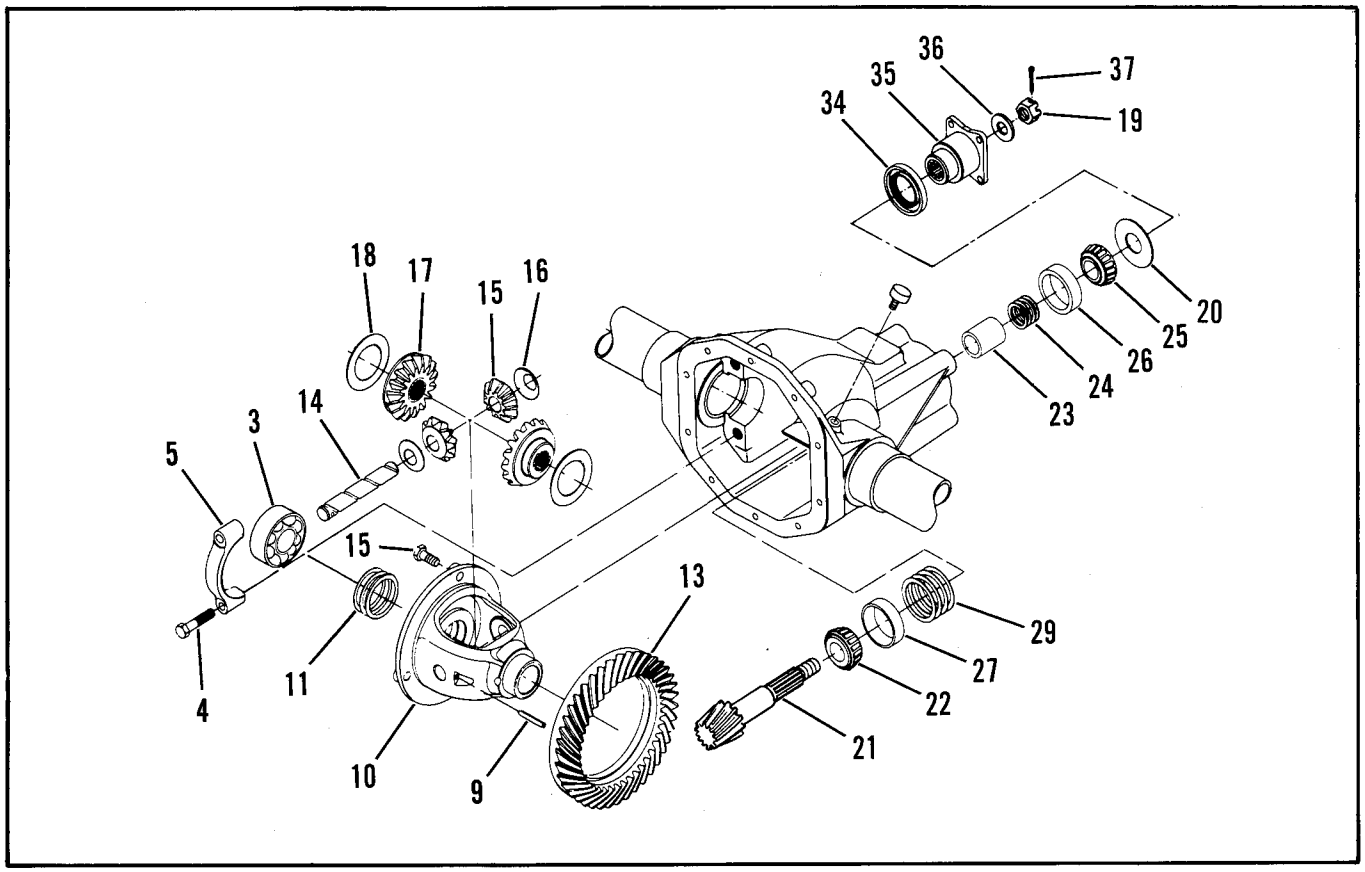
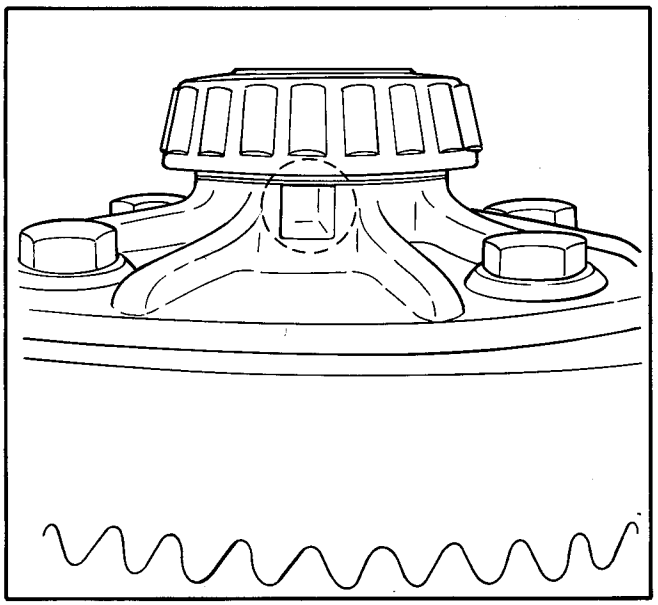

Figure 24 – Differential Assembly
Figure 25 – Recess For Puller
i. Remove bearings (3) if they are worn or damaged, Figure 24. (Do not remove differential bearings unless bearing failure is evident.) If removal is necessary, care must be taken to ensure that bearing puller jaws are located in cast recesses of differential case so the puller jaws will apply their force to the inner bearing race and not the bearing cage, Figure 25.
to ensure that bearing puller jaws are located in cast recesses of differential case so the puller jaws will apply their force to the inner bearing race and not the bearing cage, Figure 25.
Assembling Differential (Figure 24)